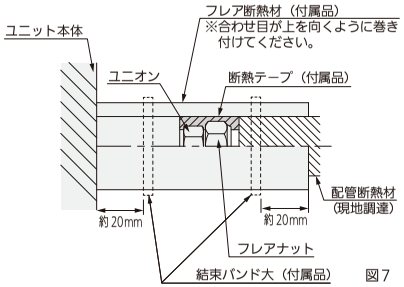

図 7
- 図 7 に従って液管・ガス管とも、断熱してください。フレアナット部に断熱テープ（付属品）を巻き付けてください。配管接続部にはフレア断熱材（付属品）を隙間がないように巻き付け、結束バンド（付属品）で締め付けてください。